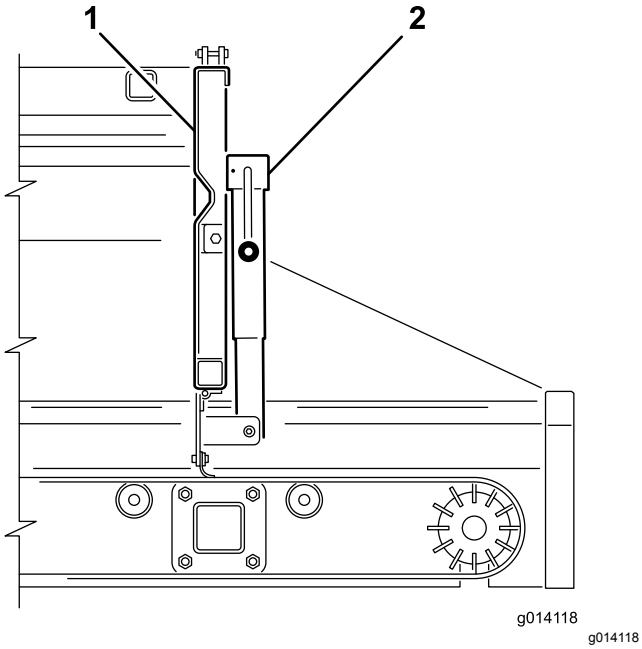
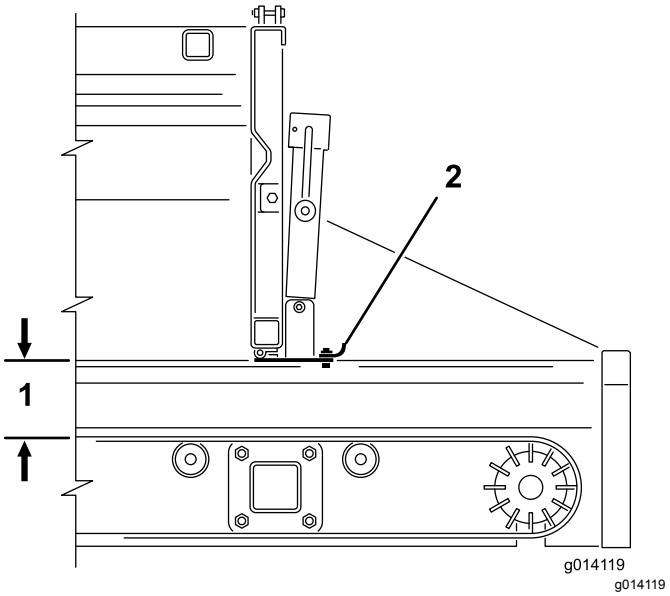

Figur 39
Figur 40
2. Bruk jekkhåndtaket til å åpne eller lukke den justerbare delen av baklemmen (Figur 39 og Figur 40). Dette alternativet begrenser materialstrømmen.